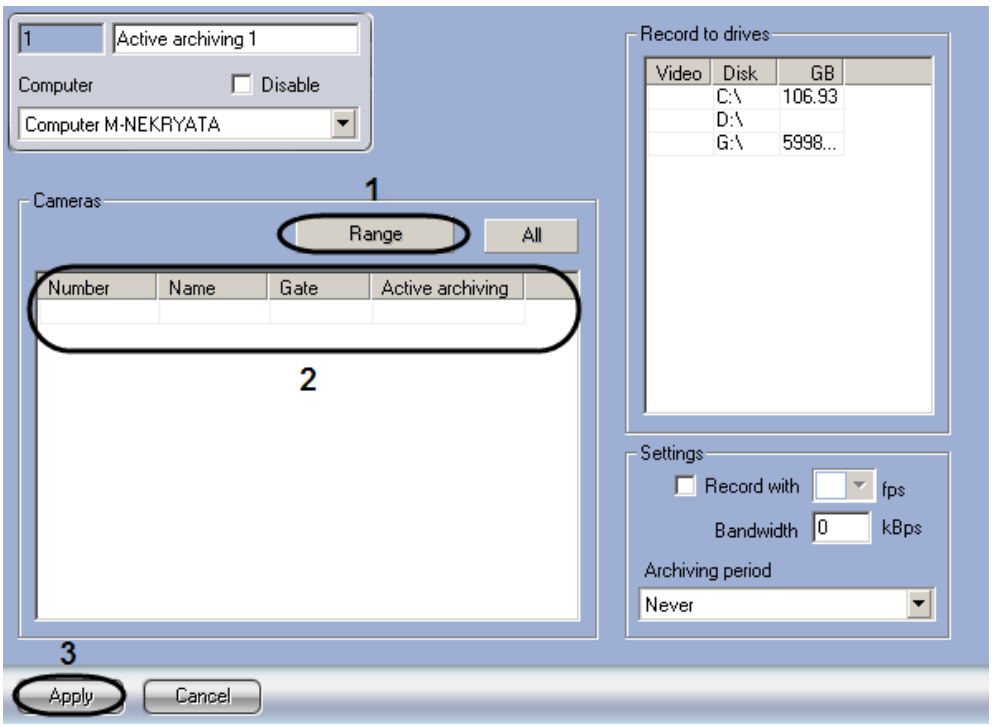

Figure 8.14-4. The "Range" button
1. Go to the settings panel for the “Active Archiving” system object, click the “Range” button in the “Cameras” group (Figure 8.14-4, 1).
13. Camera settings are shown in the “Cameras” table on the settings panel of the “Active Archiving” object (Figure 8.14-4, 2).
14. To save all the changes, click the “Apply” button (Figure 8.14-4, 3).